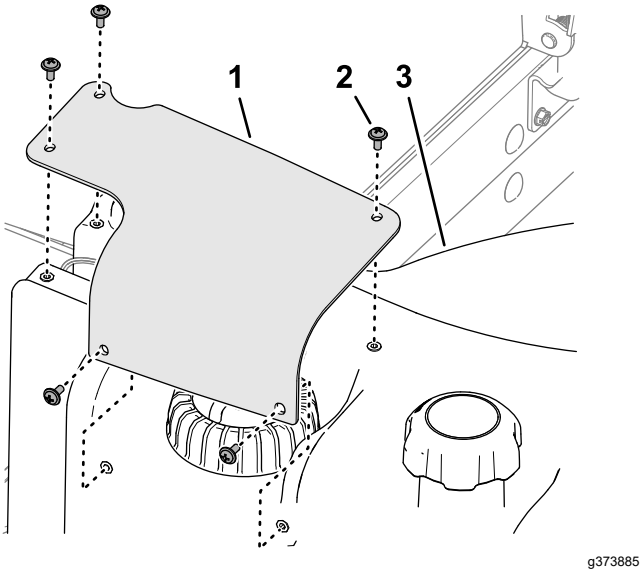

Figur 87
2. Ta bort de fem krysskruvarna som fäster bränslesändarkåpan på bränsletanken och ta sedan bort kåpan (Figur 87).